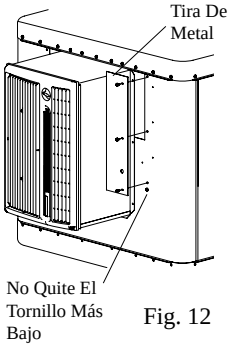

Fig. 12
9. Para cubrir el abertura en el panel delantero, utilice las dos tiras de metal obtenidas del servicio de cliente. Alinee los agujeros en las tiras de metal a los agujeros en el panel delantero y asegúrelos con los tornillos quitados previamente en el paso 8. (Véase fig. 12.) Instale las tiras de metal de modo que no haya abertura entre la tapa y la tira de metal. Si hay una abertura, dé vuelta a la tira de metal alrededor.